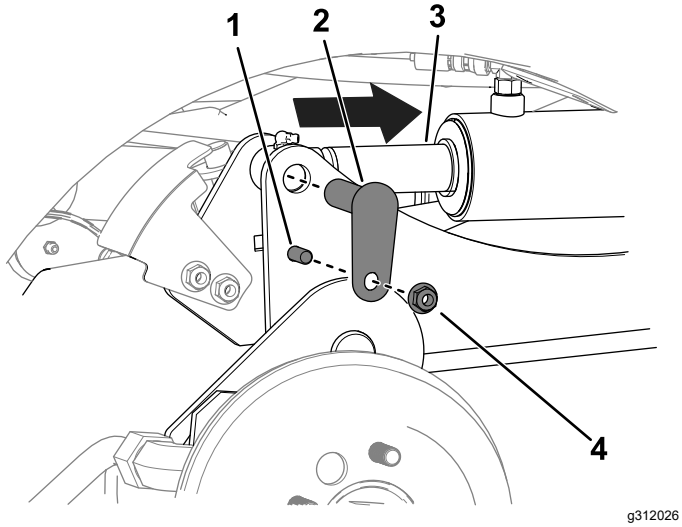

Figur 10
C. Använd en dornstans för att justera cylinderstavshålen mot lyftarmshålen (Figur 10).
D. Använd två skruvar (⅜ x 1 ¼ tum), två muttrar (⅜ tum) och två små stift för att fästa lyftarmarna på cylindrarna (Figur 10).